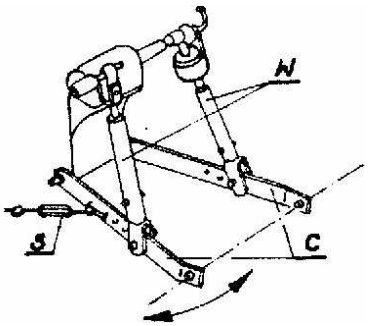

Rys. 7
- wypoziomuj wstępnie pług w kierunku poprzecznym regulując długość wieszaków (W) układu hydraulicznego ciągnika **(Rys.7)**.
- sprawdź głębokość orki oraz wypoziomowanie ramy w kierunku podłużnym i poprzecznym. Sprawdzianem wypoziomowania pługa w kierunku poprzecznym jest prostopadłość grządzieli (również ścian bocznych rdzeni) do powierzchni pola. Jeśli ustawienie pługa nie odpowiada wybranej głębokości skoryguj głębokość za pomocą wrzeciona koła i ewentualnie łącznika górnego ciągnika. Wypoziomuj pług w kierunku poprzecznym za pomocą wieszaków ciągnika **(Rys.7)**.